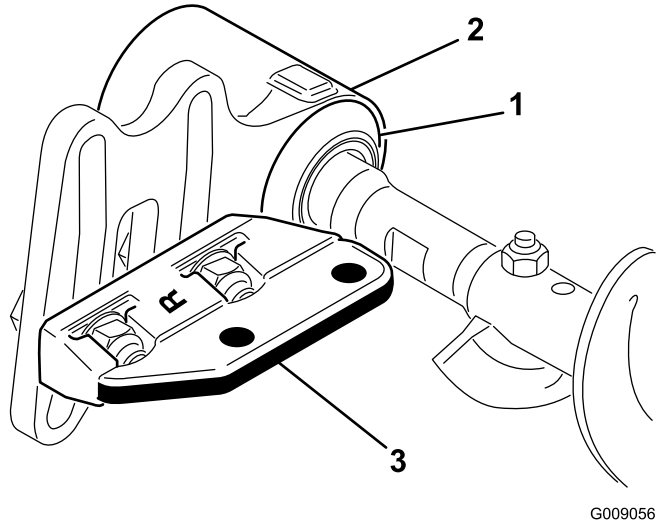

Figur 10
9. Skub hver pakning udad, indtil kanttætningerne er i let kontakt med hvert lejehus (Figur 10).